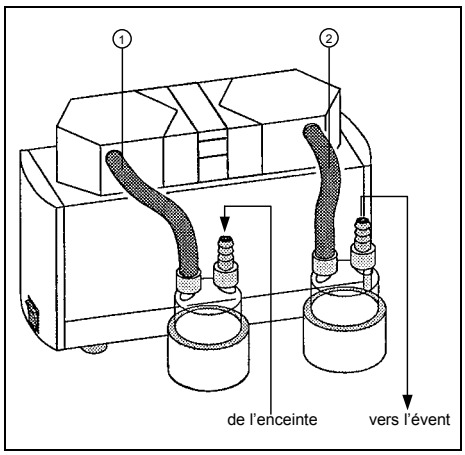

Fig. 7 : Raccordement système SR… (pompes à deux têtes)
❶ Glisser les supports des pièges à liquide dans la rainure de la plaque de base.
❷ Fixer le support en serrant la vis de fixation située au fond du support.
❸ Installer les pièges à liquide dans leurs supports.
❹ Raccorder les flacons suivant la figure 7. Pour le raccordement des pompes à une tête, ou en version Aluminium (reconnaissable à la lettre « A » de la référence), prière de contacter KNF.